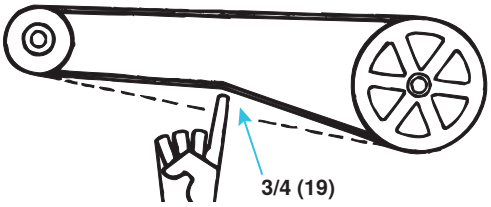

Figure 22. Checking Belt Tension
- Proper belt tension is important to the long life of the belt and motor. A loose belt will cause wear and slippage. Too much tension will cause excessive motor and blower bearing wear. Check belt tension as shown in **Figure 22**.
- If the belt cannot be depressed 3/4 inches (19 mm), as shown in **Figure 22**, adjust the belt tension as follows: